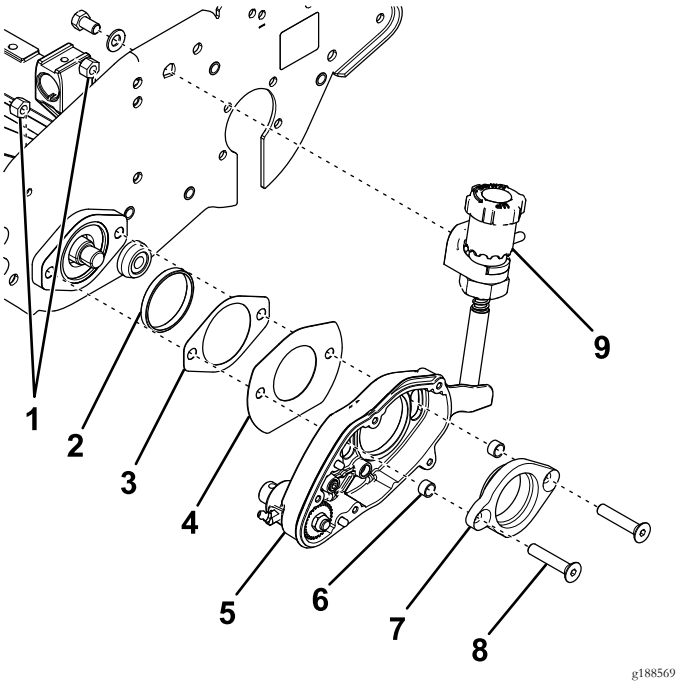

Figure 6
2. Insérez la bague adaptatrice dans le logement de roulement de cylindre sur la plaque latérale (Figure 6).
3. Insérez les 2 vis à tête plate dans l'adaptateur de roulement et placez les entretoises neuves au bout (Figure 6).
4. Insérez l'adaptateur de roulement dans le carter du groomer (Figure 6).
5. Glissez le cache-fente et le joint neuf sur les vis à tête plate (Figure 6).
6. Insérez les vis à tête plate dans le logement de roulement de cylindre et fixez-les avec 2 contre-écrous (Figure 6).
7. Fixez le bouton de réglage sur la plaque latérale avec un boulon et une rondelle (Figure 6).